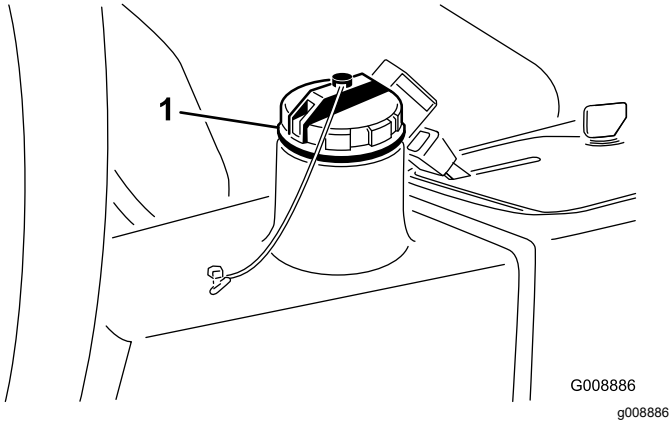

Figur 76
2. Rengjør rundt påfyllingshalsen og lokket på tanken for hydraulisk olje (Figur 76).